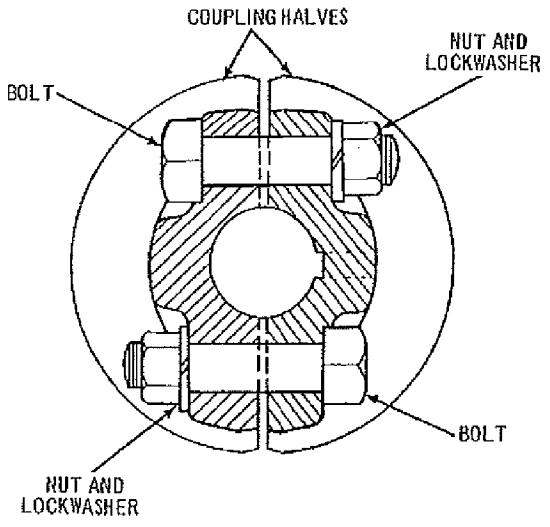

Figure 6-13. Correct Method of Bolting Split Coupling
3. Before tightening the compression or split type coupling, check the spacing between the shaft ends. The spacing must be approximately 1/8 to 1/4 inch between the shaft ends. To maintain proper balance of the coupling, the nuts and bolts on one side of the coupling must be installed in the opposite direction of the others. See Figure 6-13.